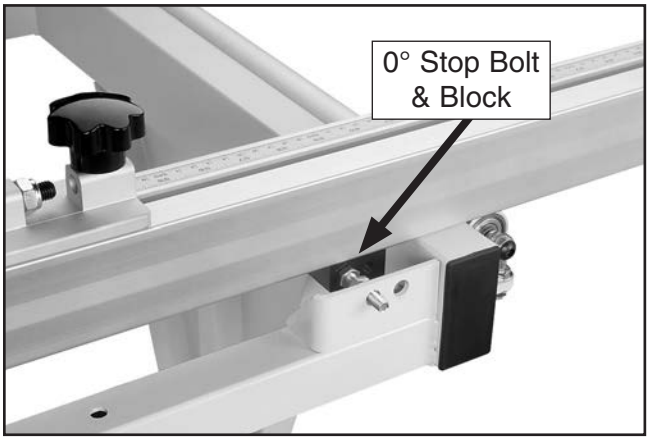

Figure 156. Stop block against 0° stop bolt.
3. Move crosscut fence stop block against 0° stop bolt (see **Figure 156**), then retighten pivot lock knob to secure fence in place.
8. Loosen hex nut on the 0° stop bolt shown in **Figure 156** on the previous page, rotate 0° stop bolt to square crosscut fence, then retighten hex nut.